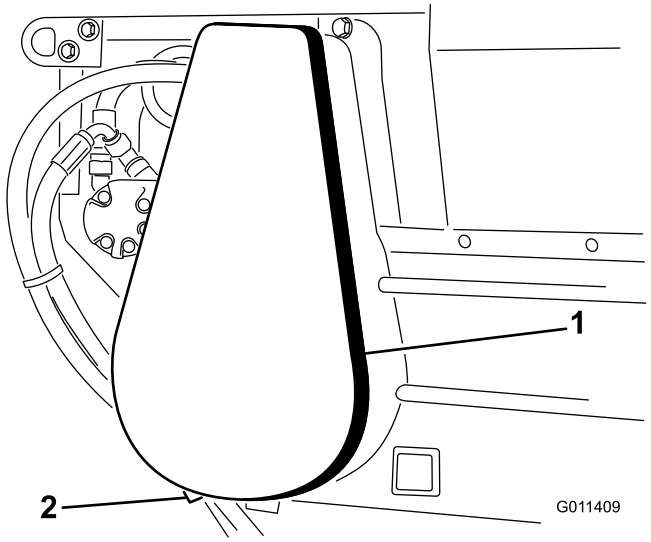

Figur 29
1. Ta bort kedjehuset och distansbrickan (Figur 29).